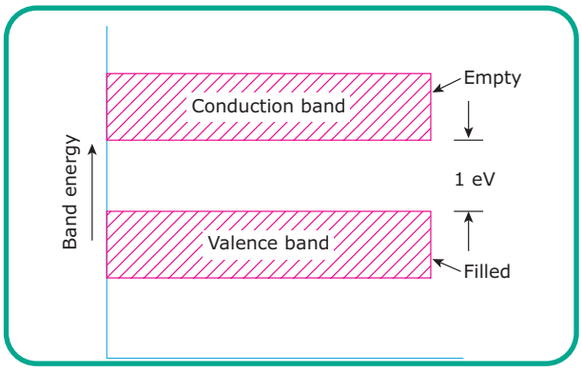

Figure3.10 Energy band of semiconductor
c) Semiconductors: Semiconductors (e.g. Germanium, Silicon, Graphene, etc.)are those substance whose electrical property lies in between conductors and insulators. In terms of energy band, the valence band is almost full but the conduction band is empty. Further, the energy gap between valence band and conduction band is very small ($\simeq$, 1eV) as shown in Figure 3.10. Hence, smaller electric field is required to push the electron from the valence band to conduction band.